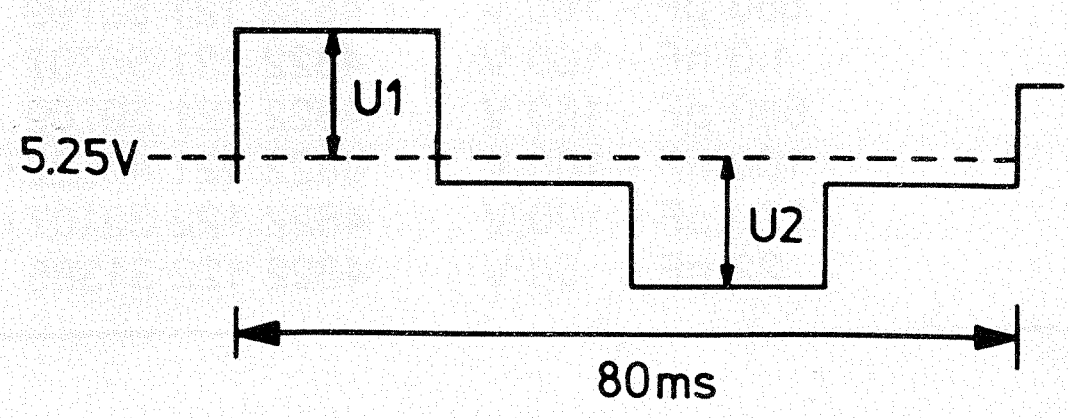

Fig. 5.4
- On 14-7053 appears now a signal as shown in Fig. 5.4.
- Adjust 5003 for maximum voltage (U1 in Fig. 5.4.). Adjust 5004 for maximum voltage (U2 in Fig. 5.4.). Subsequently, adjust 3019 for equal amplitude of U1 and U2.